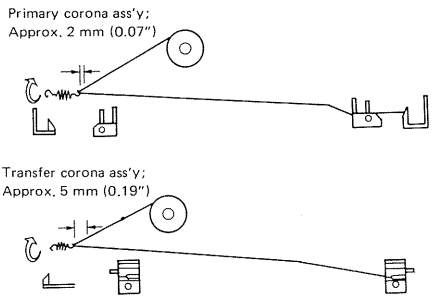

Figure 4-50
5) Attach the loop as shown in Figure 4-50, and unreel the wire to the other end of the frame, leading the wire in the V groove of the height adjusting piece. Double the wire back as shown and hook the corona wire tension spring onto the wire at the position shown in the figure, then twist the spring three or four times to from a loop.